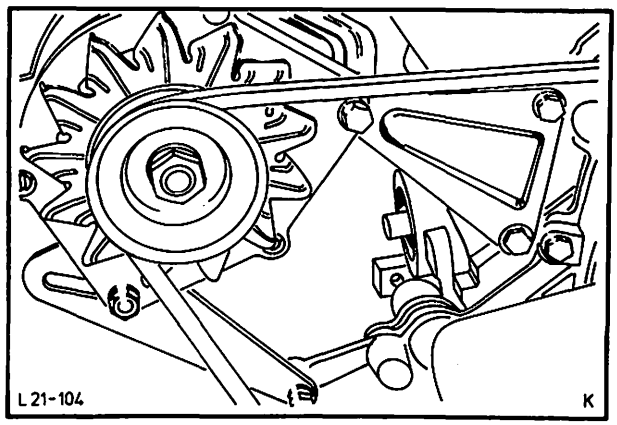

Abb. 140 Lichtmaschine mit Halter entfernen
5. Lichtmaschine mit Halter (4 Schrauben) entfernen, Abb. 140, Keilriemen abnehmen und Lüfter mit Riemenscheibe (4 Schrauben) abbauen.